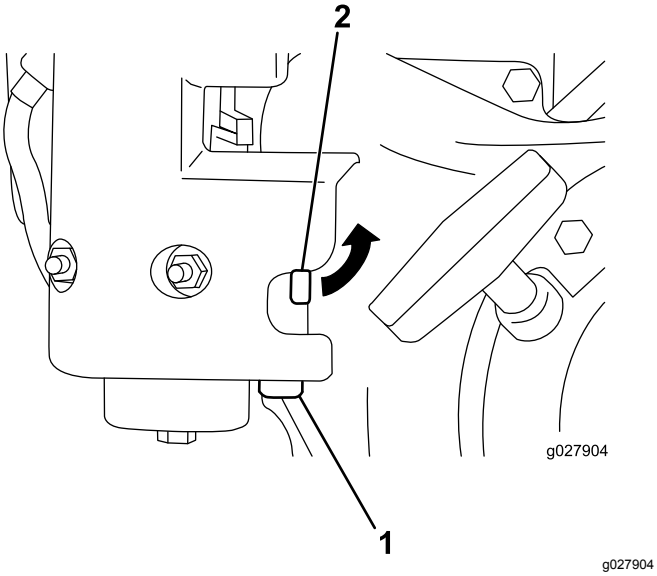

Rysunek 35
1. Zamknij zawór odcinający paliwo i odkręć miskę osadową z korpusu gaźnika (Rysunek 35).